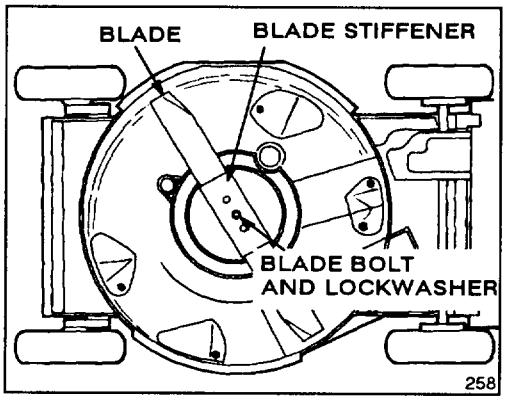

Figure 26
3. Tip mower on its right side (Fig. 26). Avoid rotating blade because starting problems may result.
5. REMOVING BLADE—Grasp end of blade using a rag or thickly padded glove. Remove blade bolt, lockwasher, blade stiffener and blade (Fig. 26).